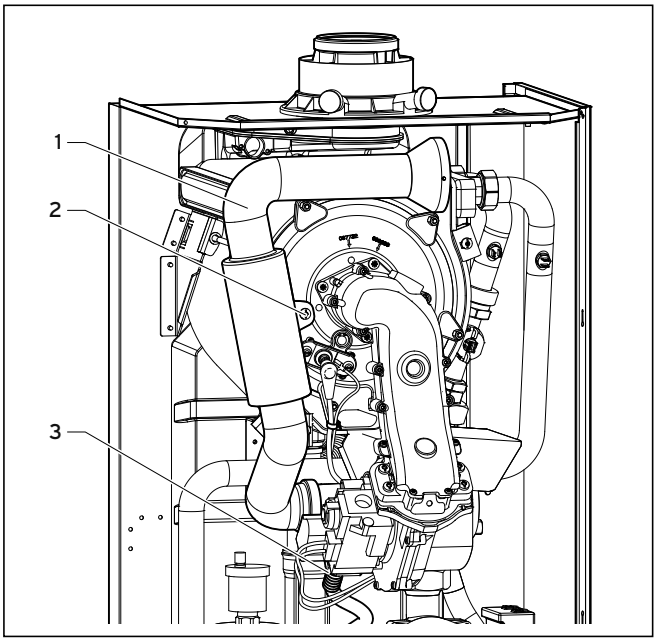

Fig. 8.2 Removing air intake pipe
- Insert the air intake pipe onto the intake stubs and fasten the pipe with the retaining screw (**2**, Fig. 8.2).